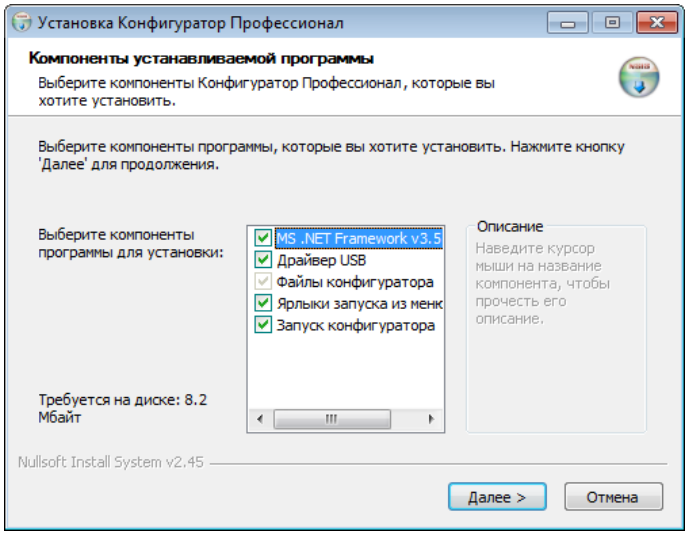

Рисунок 4.1 — Окно *Компоненты устанавливаемой программы*
4. В открывшемся окне оставьте установленными все флажки и нажмите кнопку Далее > (см. рисунок 4.1).